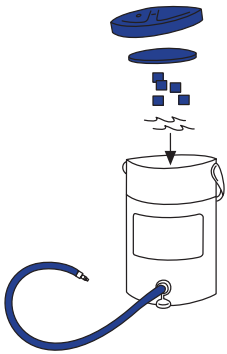

Figure 1
1. Préparer la glacière avant d'appliquer le Cryo/Cuff (Figure 1) 44
1. Préparer la glacière avant d'appliquer le Cryo/Cuff (Figure 1)